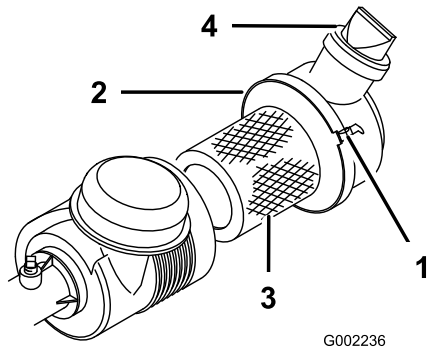

Figur 36
Kontroller om luftrenserkroppen er skadet slik at det kan føre til luftlekkasje. Kontroller at støvhetten er lukket godt på luftrenseren. Skift en ødelagt luftrenser. Press ventilen (Figur 36) før bruk for å tømme den for støv og rusk. Overhal luftrenserfilteret hver 100. time.
3. Løsne luftrenserstroppen som fester luftrenserdekselet til luftrenserkroppen (Figur 36) og skill dekselet fra kroppen.
7. Sikre med stropper (Figur 36).
4. Monter dekselet med ventilen vendt nedover og fest stroppene (Figur 36).